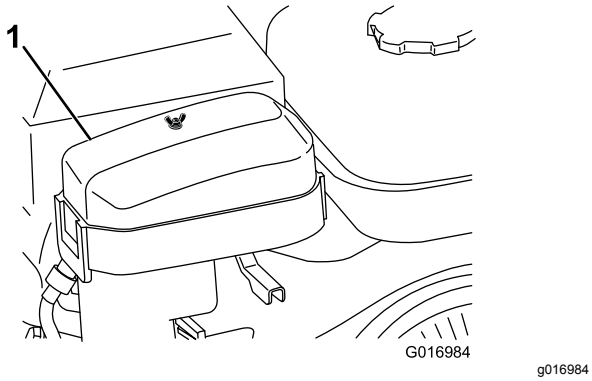

Figur 31
2. Fjern vingemutteren som fester luftrenserdekselet, og fjern dekselet (Figur 31).